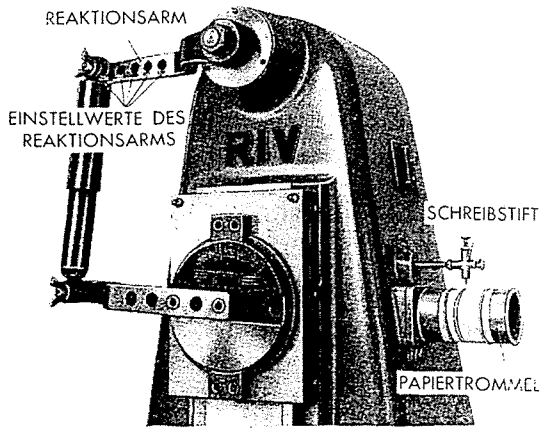

Abb. 264 - Detail der Stossdämpfer-Prüfmaschine A. 76003.
a) Länge des Reaktionsarms auf 250 mm einstellen (Abb. 264).
c) Abstand zwischen den beiden Gewindezapfen des zu prüfenden Stossdämpfers so einstellen, dass die Bezugszeichen für den fraglichen Stossdämpfertyp auf dem Schild am Maschinenschlitten mit den beiden Zeigern übereinstimmen (Abb. 264).
Zur Aufnahme der Dämpfungskurven ist der Schreibstift in Berührung mit dem Diagrammpapier zu bringen (Abb. 264).